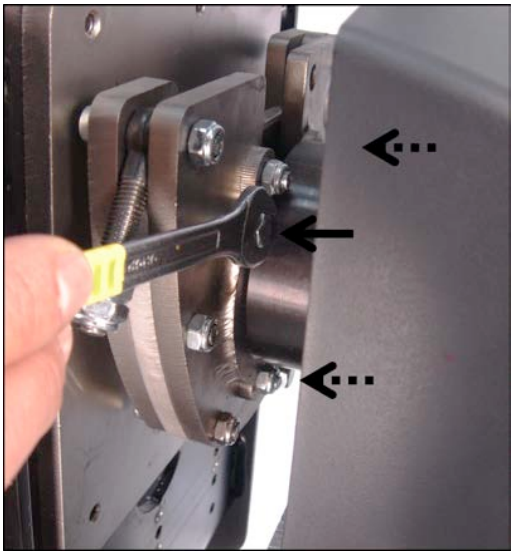

Figure 3-16 Undo 3 blocking bolts
2. Back off the (3) TH 6x16 blocking bolts (***Figure 3-16***).